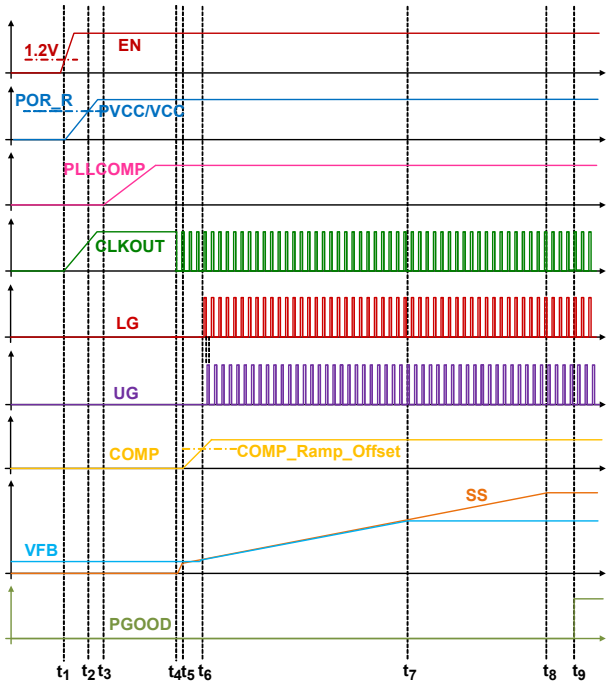

FIGURE 67. CIRCUIT INITIALIZATION AND SOFT-START
- There is no limit for the minimum voltage on the TRACK pin, but note the lower reference voltage and the lower voltage feedback regulation accuracy. Note the SS_DONE signal is checking VREF_TRK ≥0.3V as one of the conditions (refer to the t_8-t_9 description on page 31 and Figure 67 on page 30). Also, for the boost converter, the regulated output minimum voltage is usually the input voltage minus the upper MOSFET's body diode drop, in which case, the corresponding voltage at FB voltage is the minimum effective voltage for the VREF_TRK and VREF_DAC.
Before converter initialization, the EN pin voltage must be higher than its rising threshold and the PVCC/VCC pin must be higher than the rising POR threshold. When these conditions are met, the controller begins initialization and soft-start. Figure 67 shows the ISL78229 internal start-up timing diagram from the power-up to soft-start.
Assuming input voltage is applied to the VIN pin before t_1 and VCC is connected to PVCC, as shown on Figure 67, the start-up procedure is described as follows:
Diode emulation occurs during t_5-t_8 (on Figure 67 on page 30), regardless of the DE/PHDRP operating modes (Table 2).